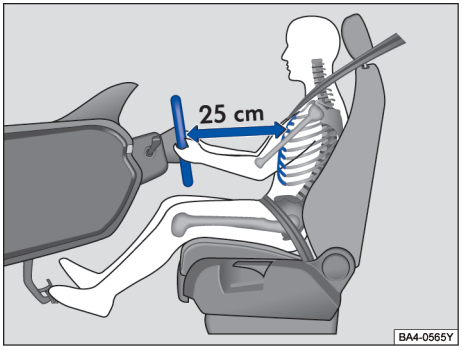

图 24 驾驶员与方向盘之间至少保持为 25 cm 的距离
– 调节方向盘，使驾驶员胸部与方向盘之间至少保持 25 cm 的距离→ 图 24。